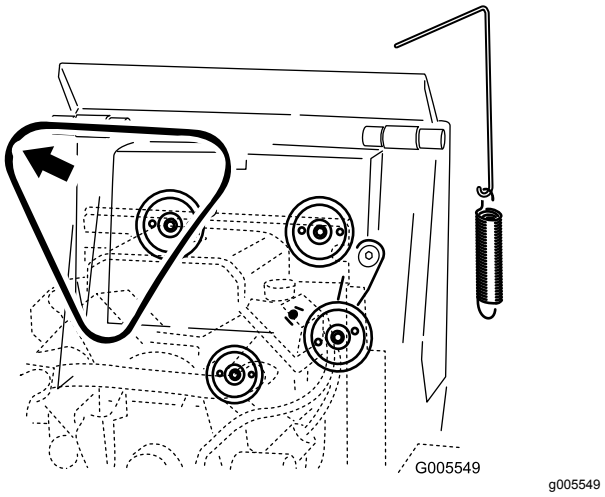

**Figur 54**
6. Ta bort remmen från de 3 remskivorna (Figur 54).